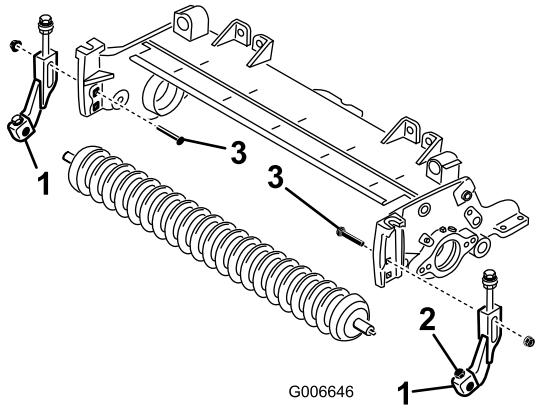

Figur 6
8. Monter løst de nye høyre og venstre klippehøydebrakettene til den eksisterende fremre valsen med nye 5/16 x 1 1/8 tommer hodeskruer og 5/16 tommer flenslåsemuttere. Plasser klippehøydebraketten som vist i figur Figur 6.
9. Bruk det øvre firkantede hullet på hver sideplate, monter løst klipphøydebrakettene til klippeenhetens sideplater med låseboltene du tidligere fjernet og to nye 3/8 tommer flensmuttere, plassert som vist på figur Figur 6.
11. Midtstill valsen mellom klippehøydebrakettene, og lås den på plass med hodeskruene og låsemutterne på braketten (Figur 6).